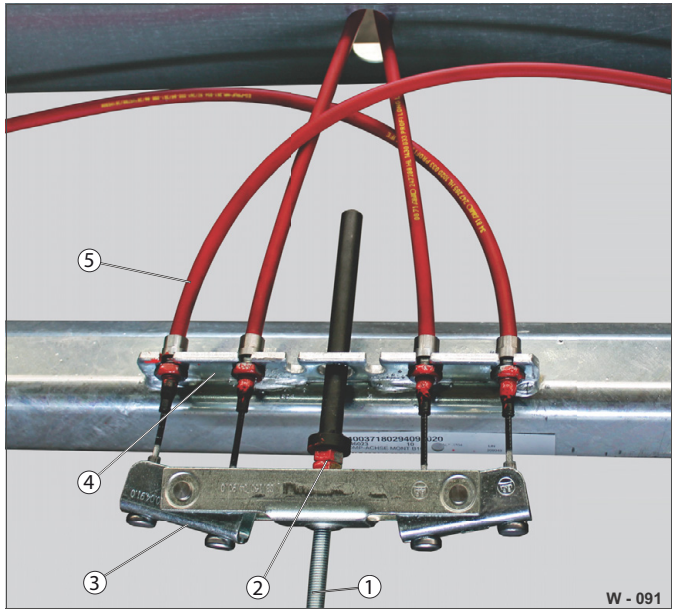

Abb. 62 Příklad: Vyvážení brzd
Táhlo (Abb. 62/1) musí být zcela vytaženo a ruční brzda zcela uvolněna!
- ▶ Uvolněte přenosové zařízení na vyvažovacích tělískách (Abb. 62/3) – uvolněte šestihrannou matici / pojistnou matici (Abb. 62/2).
- ▶ Překontrolujte vůli bovdenového lanka na opěře nápravy (Abb. 62/4) – cca 5 mm.